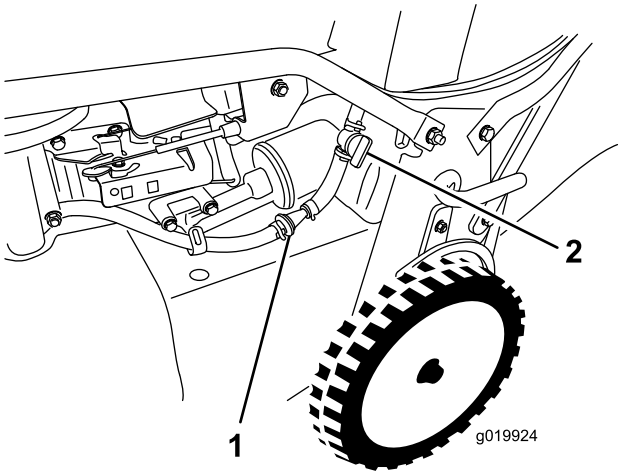

Рисунок 27
3. Закройте отсечной топливный кран (Рисунок 27).
4. Снимите топливный фильтр (Рисунок 27) с топливного трубопровода, ослабив хомуты трубопровода с обеих сторон топливного фильтра.